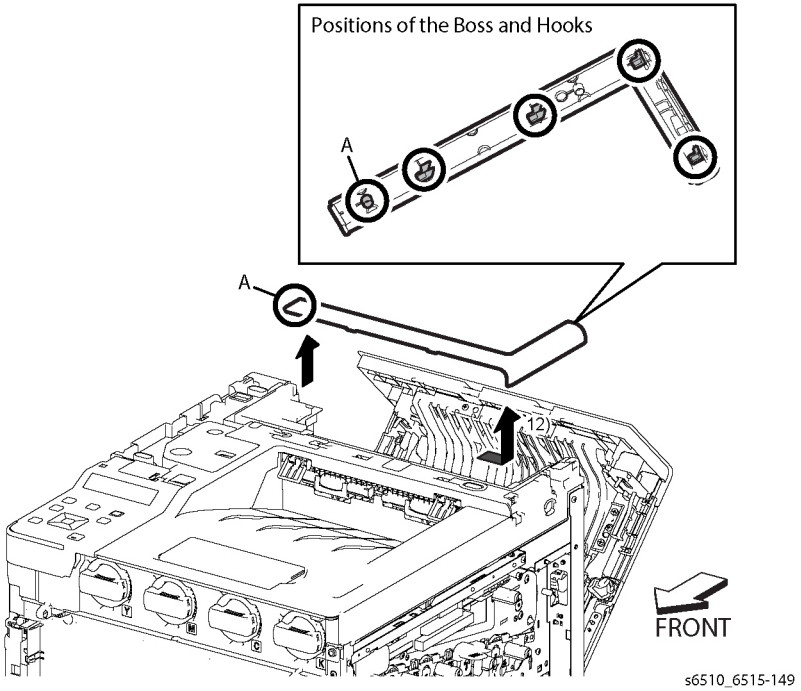

Figure 1 Remove the Right Rear Top Cover (SFP)
4. Refer to Figure 1 to release the hooks and slide the Right Rear Top Cover in the direction of the arrow.